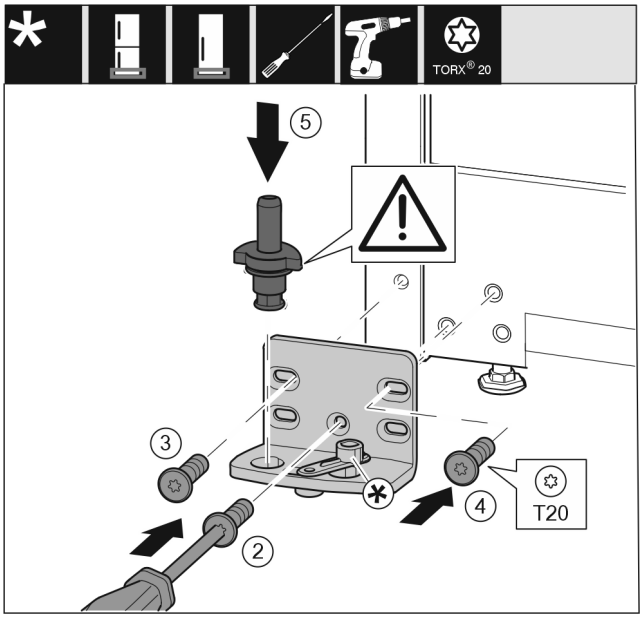

*Fig. 21*
▶ Nasaďte stojan ložiska na druhé straně a přišroubujte pomocí šroubováku. Začněte šroubem *Fig. 21 (2)* dole uprostřed.
▶ Utáhněte šroub *Fig. 21 (3)* a šroub *Fig. 21 (4)*.
▶ Zcela vložte ložiskový čep *Fig. 21 (5)*. Přitom dávejte pozor, aby zajišťovací vačka směřovala dozadu.